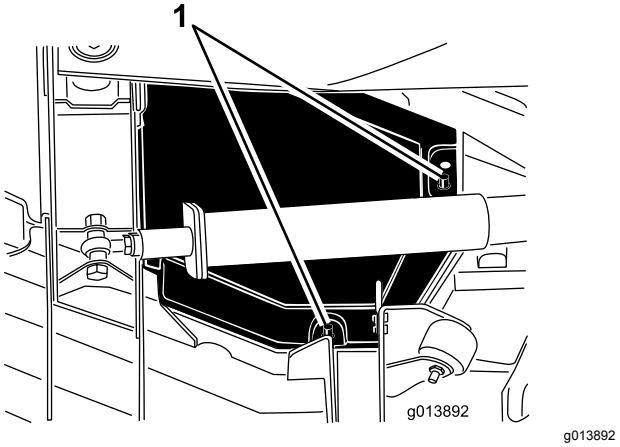

Figur 66
4. Lyft de bakre och inre kanterna på skyddet från monteringsstolparna (Figur 66).